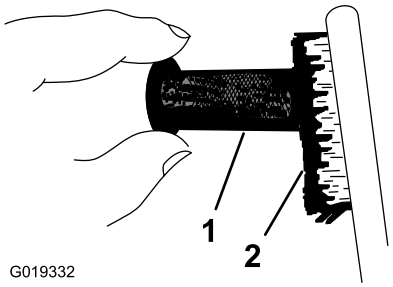

Figure 59
6. Use a brush to carefully remove carbon deposits from the spark-arrester screen (Figure 59).